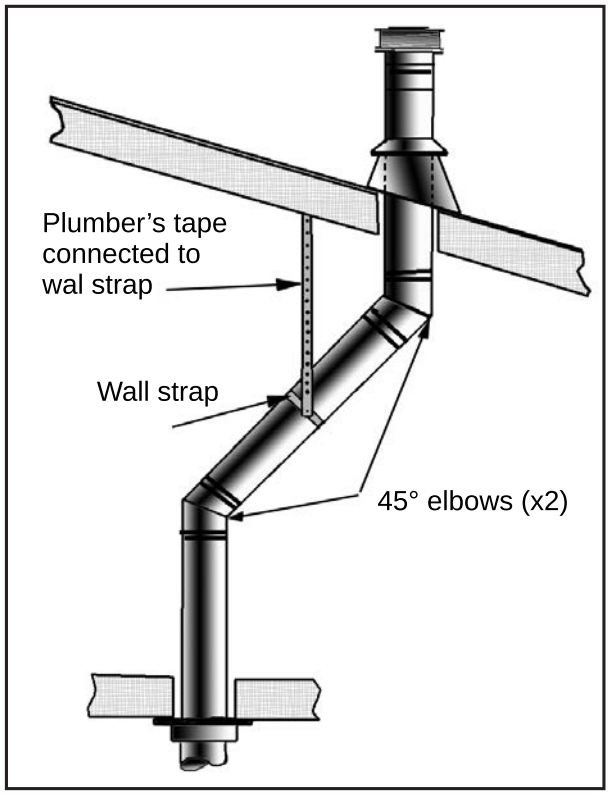
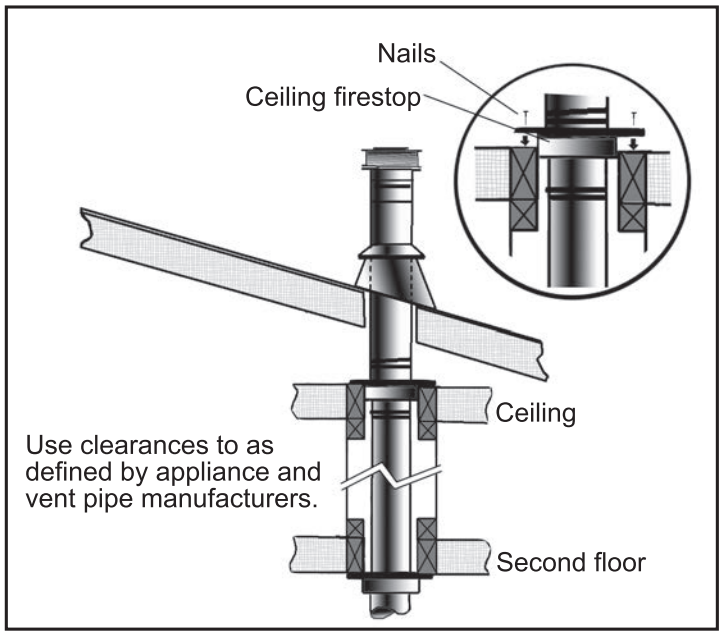

Figure 28: Use of Wall Straps.
Figure 29: Multi-Story Vent Pipe Installation
(1) If an offset is necessary in the attic to avoid obstructions, it is important to support the vent pipe every **3' (914 mm)**, to avoid excessive stress on the elbows, and possible separation. Wall straps are available for this purpose (see Figure 28).
(2) When ever possible, use 45° degree elbows instead of 90° degree elbows. The 45° degree elbow offers less restriction to the flow of flue gases and intake air.
(3) For multi story installations; a ceiling firestop is required at the second floor, and any subsequent floors (see Figure 29). The opening should be framed to **10" (254 mm)** x **10" (254 mm)** inside dimensions, in the same manner as shown in Figure 21.